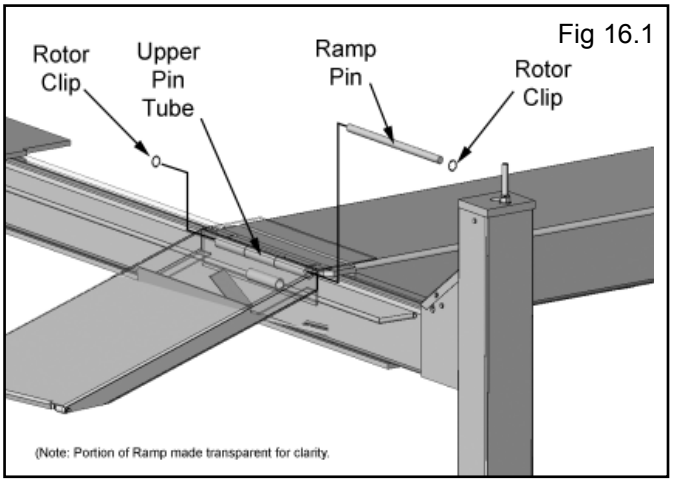

Fig 16.1
1. Install the Approach Ramps on the entry side of the lift. Use the Top Pin Tube for HD-14-SS-X (See Fig. 16.1)